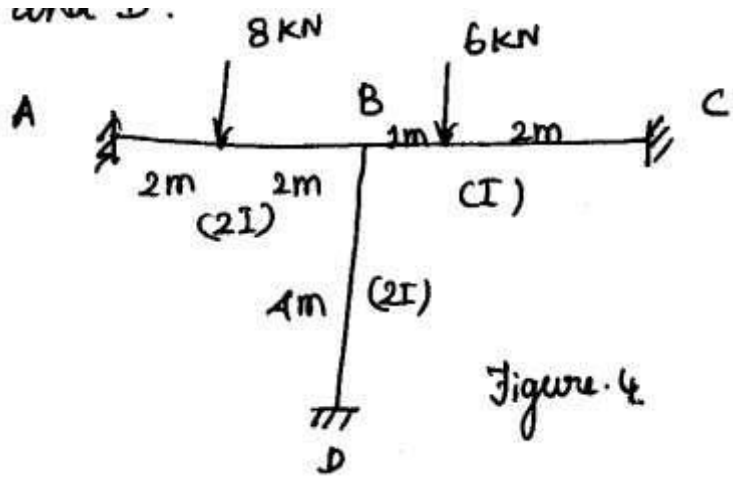

Figure. 4
6. Analyze and draw the BMD for the frame shown in figure 4. Using moment the frame has stiff joint at B and fixed at A,C and D.